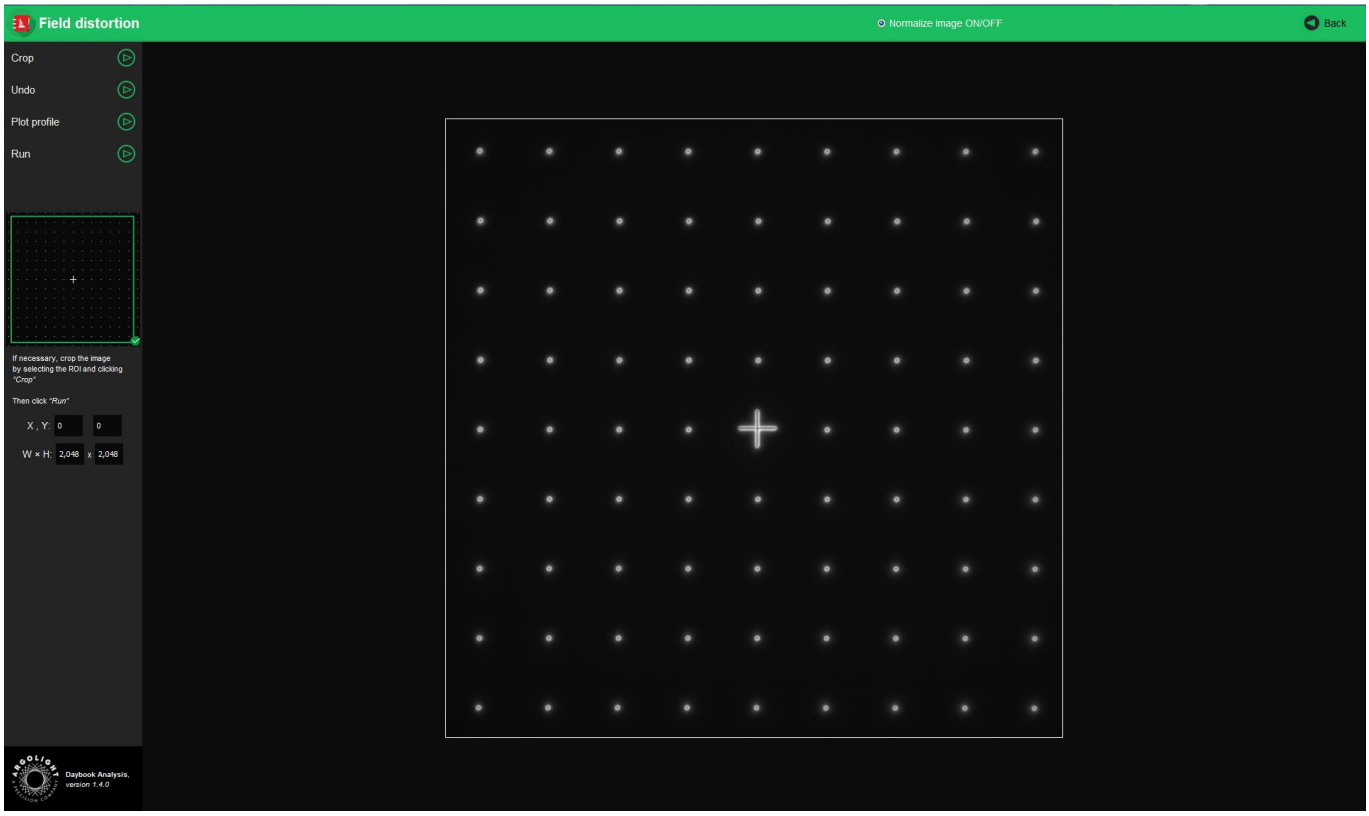

Figure 2: Crop window.
e) By default, if one of the rows (or columns) of rings is incomplete or cropped, it will be discarded from the analysis. If needed, select a region of interest (ROI) and click on “Crop” to crop the image (*cf.* Figure 2).